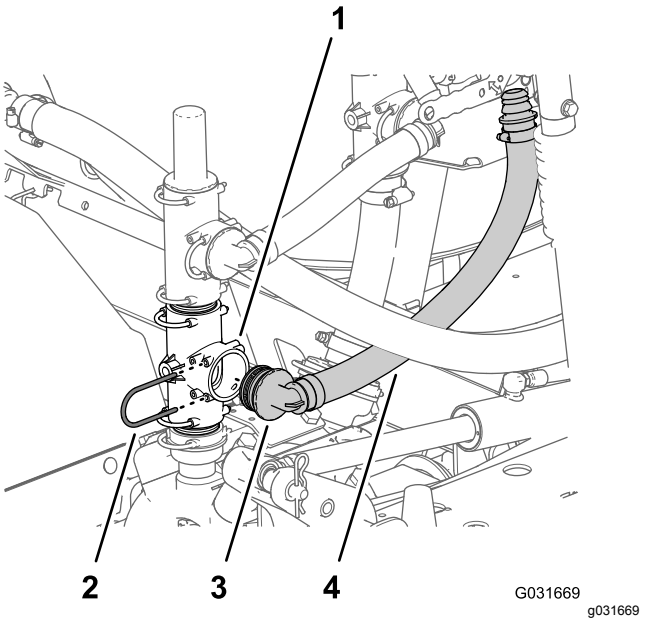

Figur 225
1. Innrett den andre 90°-koblingen på forsyningsslangeenheten (Toro-delenr. 131-9648) med den åpne porten på T-stykket på sprederpumpen, og sett inn 90°-koblingen til den sitter i T-stykket (Figur 225).
2. Fest 90° -koblingen til T-stykket på sprederpumpen med holderen (Figur 225) som du fjernet i trinn 1 av Omplassering av trykkavlastningsventilen (side 96).